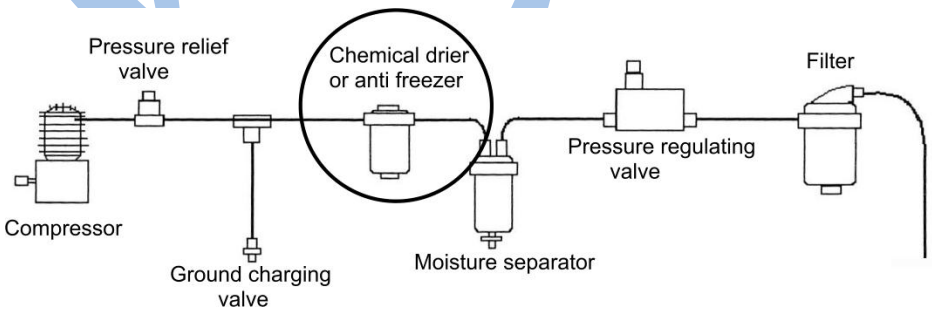

FIGURE 3 (2)
3.3 The air production and distribution system of a basic pneumatic system is illustrated in FIGURE 3 below.